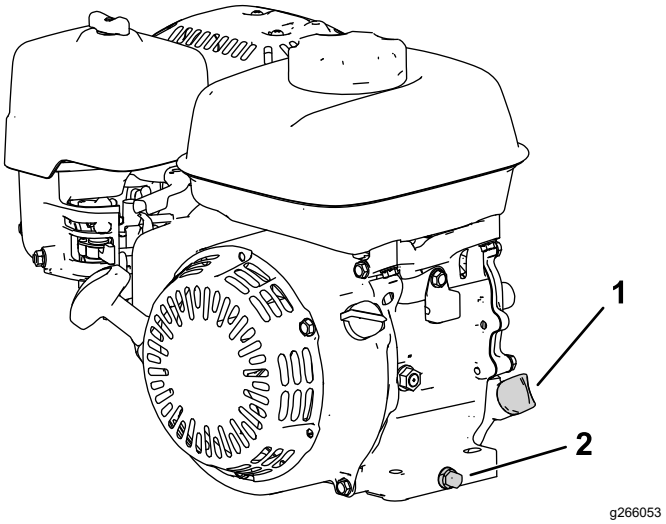

Figura 25
2. Posizionate la macchina in modo che il motore sia in piano e pulite la zona attorno al tubo di riempimento dell'olio (Figura 25).
3. Togliete il tappo di spurgo, la rondella e l'asta di livello (Figura 25).